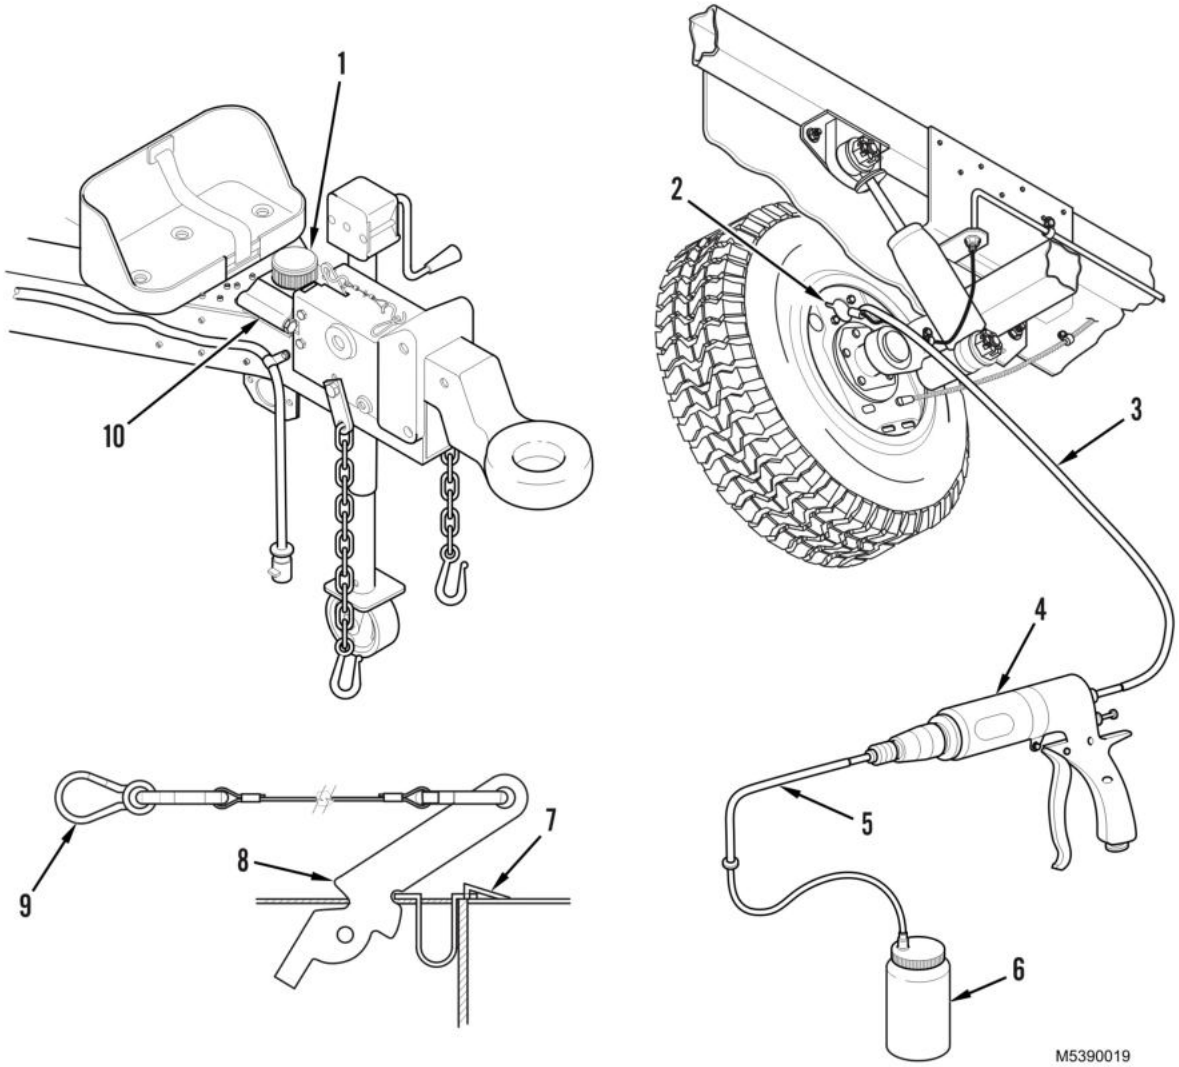

Figure 1. Hydraulic Brake System Bleeding.
5. Pull breakaway cable (Figure 1, Item 9) until breakaway lever (Figure 1, Item 8) is in locked position secured by leaf spring (Figure 1, Item 7).
6. Carefully open wheel cylinder bleeder fitting (Figure 1, Item 2) 1/2 to 3/4 turn, and drain brake fluid into container (Figure 1, Item 6) until brake fluid is free of air bubbles.
7. Close wheel cylinder bleeder fitting (Figure 1, Item 2).
8. Install cap (Figure 1, Item 1) on master cylinder (Figure 1, Item 10).
9. Disengage breakaway lever (Figure 1, Item 8) from leaf spring (Figure 1, Item 7).
10. Remove hose (Figure 1, Item 3) from wheel cylinder bleeder fitting (Figure 1, Item 2).